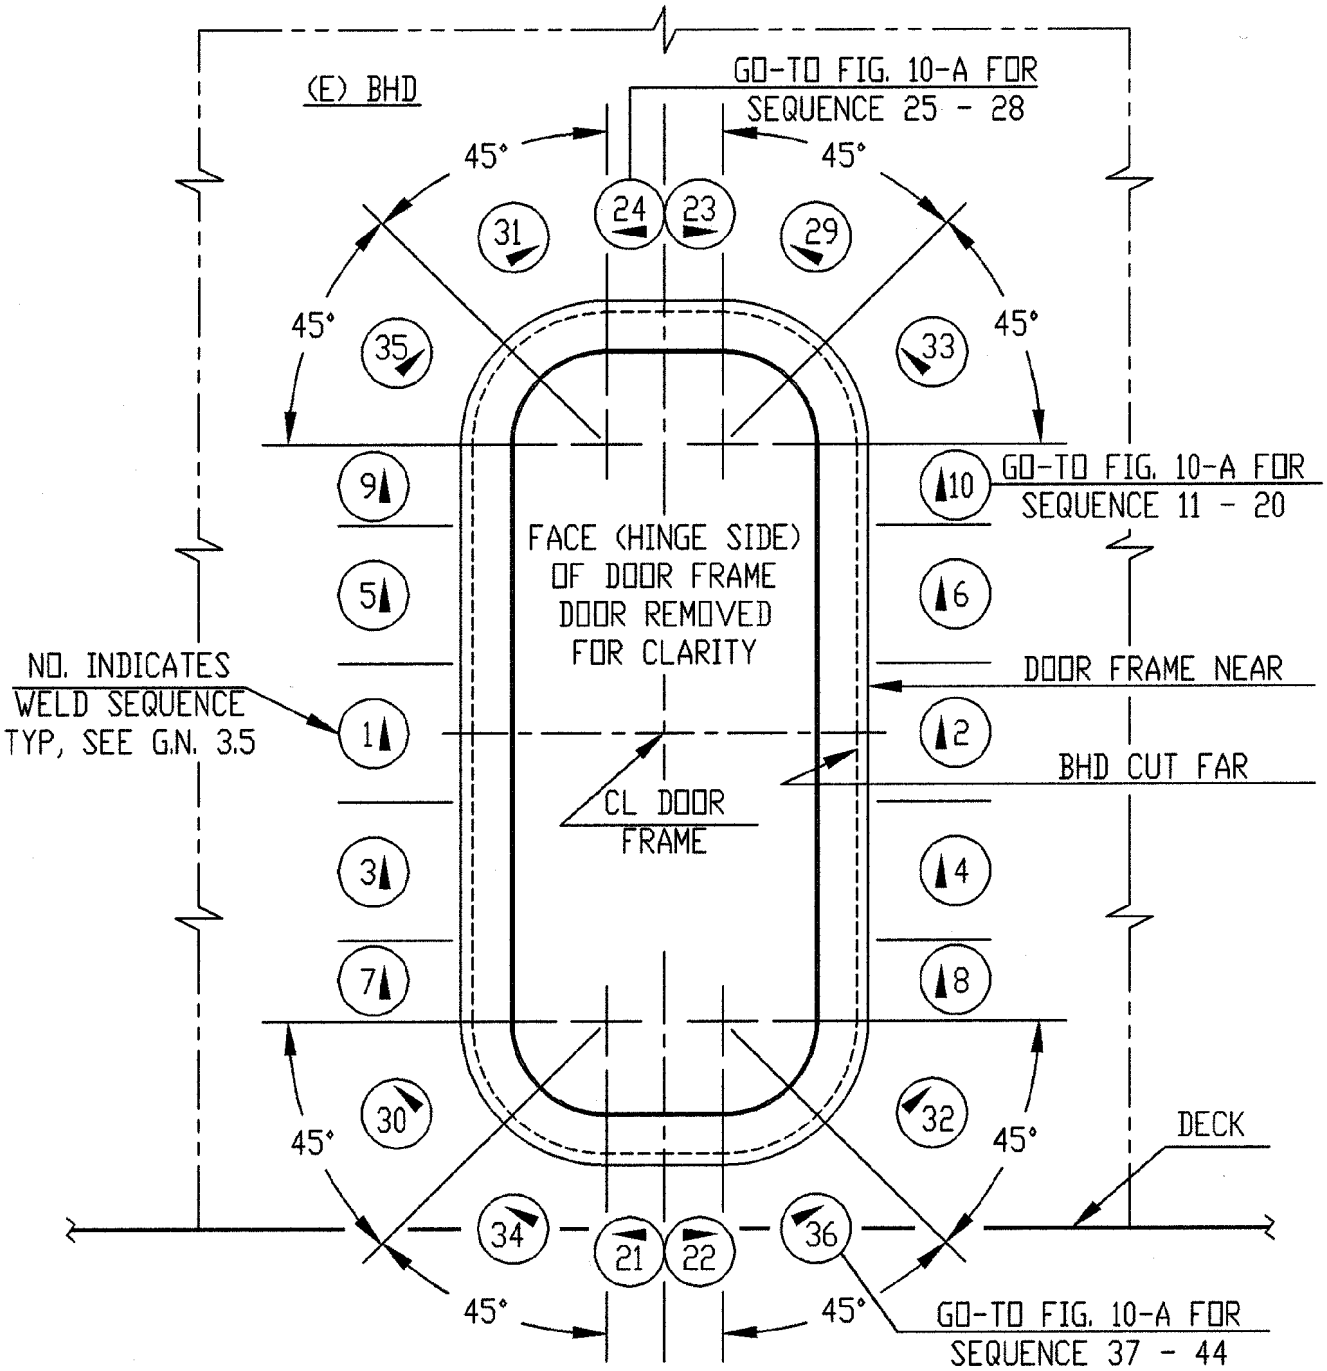

FIGURE 9-A
3.5 WELD FRAME TO BULKHEAD USING PROPER WELDING PROCEDURES AND THE SEQUENCE SHOWN IN **FIGURES 9-A AND 10-A**, SHEET 9 AND 10, TO MINIMIZE WARPING OF THE DOORFRAME AND BULKHEAD. SINCE EVERY DOOR INSTALLATION IS UNIQUE, THE WELDING SEQUENCE MAY REQUIRE TAILORING TO SUIT LOCAL CONDITIONS. KEY FEATURES OF THIS SEQUENCE TO NOTE ARE:
SEE FIGURE 9-A FOR INFO NOT SHOWN & REMAINDER OF WELDING PATERN AND G.N. 3.5